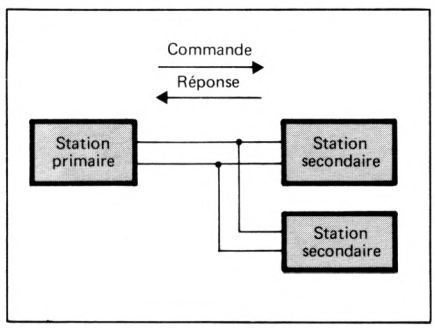

Fig. 12 - Configuration en mode non équilibré.
1. — Le **mode non équilibré** (unbalanced mode) dans lequel sont définies : des stations primaires qui envoient les commandes et reçoivent les réponses ; des stations secondaires qui reçoivent les commandes et envoient les réponses. La responsabilité en cas de procédure de reprise incombe à la station primaire. La **figure 12** montre la configuration adoptée dans ce cas. Chaque station secondaire peut être sélectionnée grâce à une commande dite SARM pour engager le dialogue (voir **tableau** de la page ci-contre pour définition du SARM).